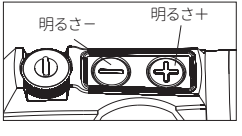

図5
1.電源オン（図5参照）：明るさボタン（+/−）を押し、サイトを電源オンにします。